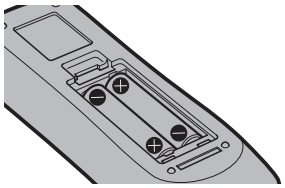

Fig. 2
2) Insérez les piles et fermez le couvercle (insérez d'abord le côté ⊖). (Fig. 2)